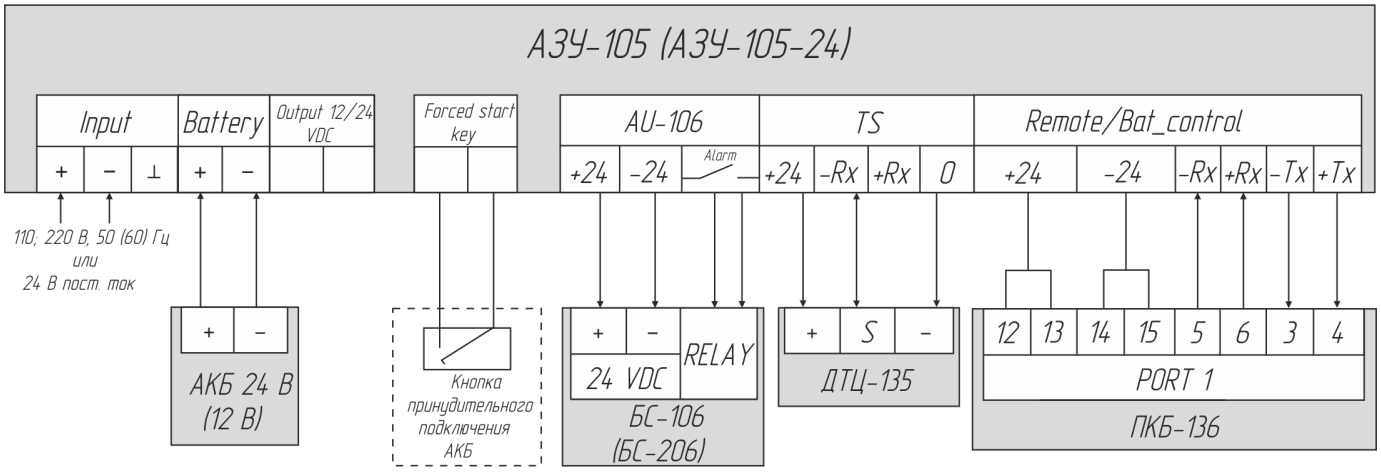

Рисунок 3 – Схема подлючения внешнего дополнительного оборудования к АЗУ
1.3.2.1 ДТЦ-135 устанавливается на АКБ и предназначен для контроля за текущей температурой, заряжаемой АКБ. Рекомендуется использовать ДТЦ-135 в составе АЗУ с гелевыми батареями для недопущения возникновения «режима терморазгона», свойственного гелевым батареям при их буферном включении. ДТЦ-135 подключается к клемме «TS» АЗУ, см. рисунок 3.
БС-106 (БС-206) подключаются к группе клемм «AU-106» АЗУ, см. рисунок 3. Принцип включения и отключения внешней сигнализации основан на замыкании (размыкании) контактов специального реле изделия: при включении сигнализации – контакты «Alarm» размыкаются, при отключении сигнализации – замыкаются.
Подключение к ПКБ-136 осуществляется через стандартный интерфейс RS-422 и подключается к клемме «Remote/Bat_control» АЗУ, см. рисунок 3.
Принудительное подключение АКБ к цепи нагрузки осуществляется замыканием контактов клеммы «Forced start key» АЗУ, см. рисунок 3.